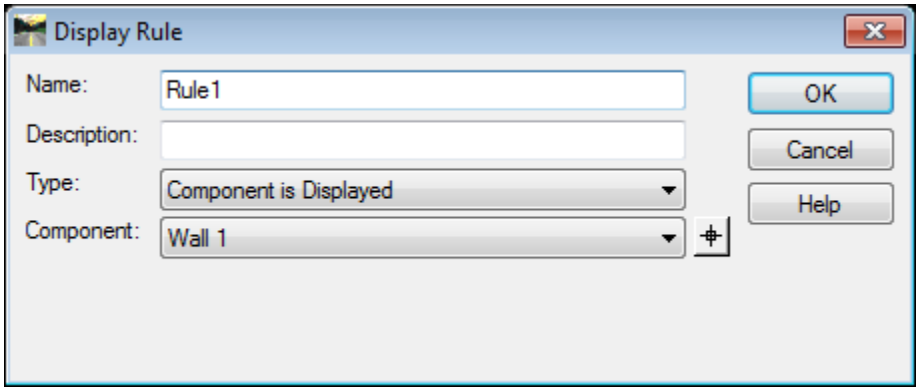

Figure L7-56 Display Rule Dialog
75.	**Open the Display Rule Dialog.** • Click on the **Add…** button. The **Display Rule** dialog opens as shown in *Figure L7-56*.